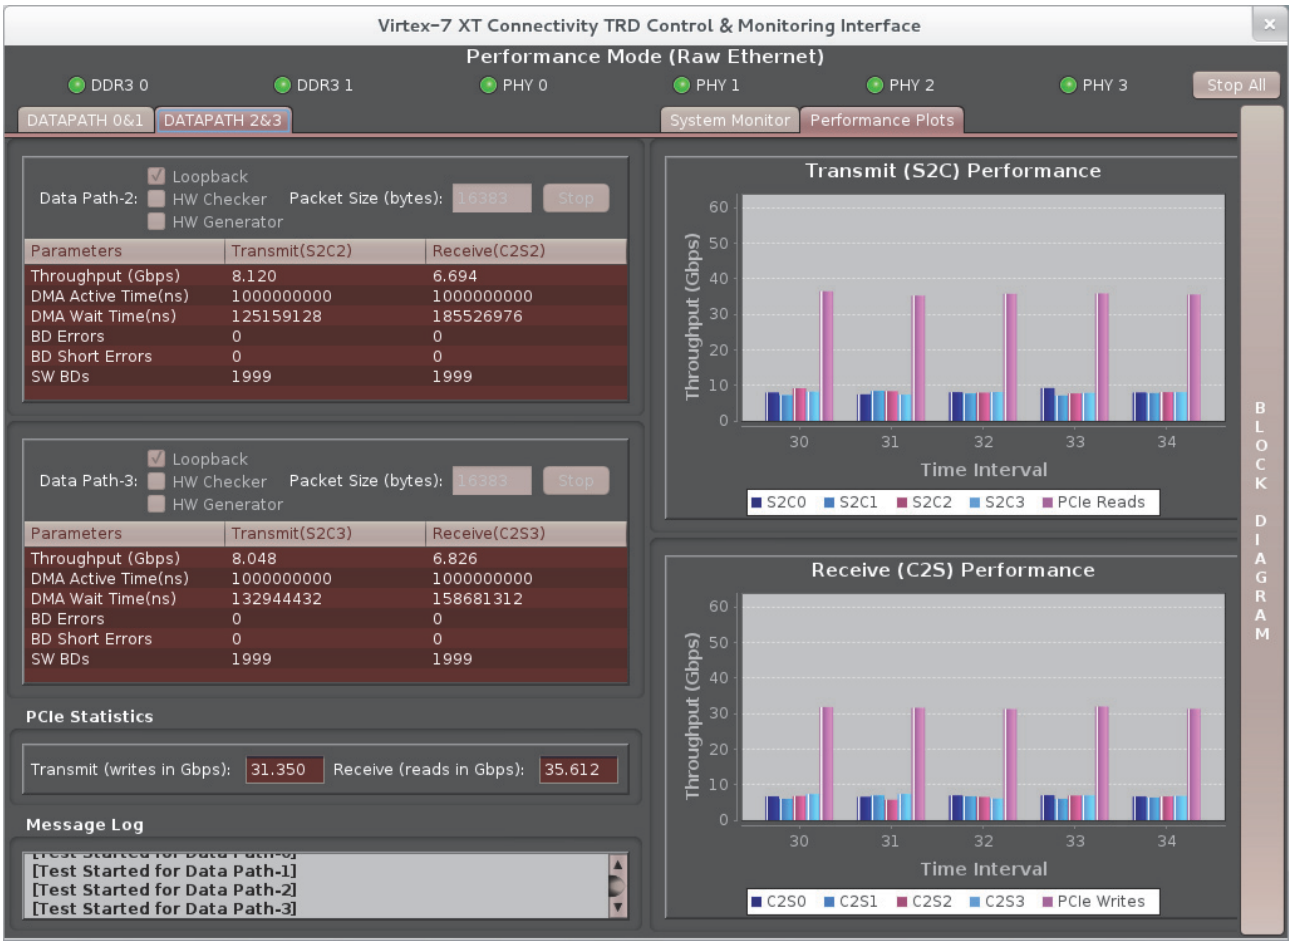

Figure 2-17: **Raw Ethernet Driver Interface**
3. Click on the **Plots** tab to see performance on system-to-card and card-to-system (Figure 2-17).